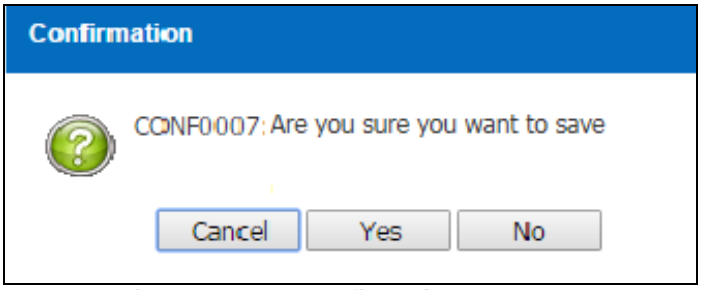

Figure 3.2.1-5 Confirmation Message
- *System will display a Confirmation Message as Figure 3.2.1-5*